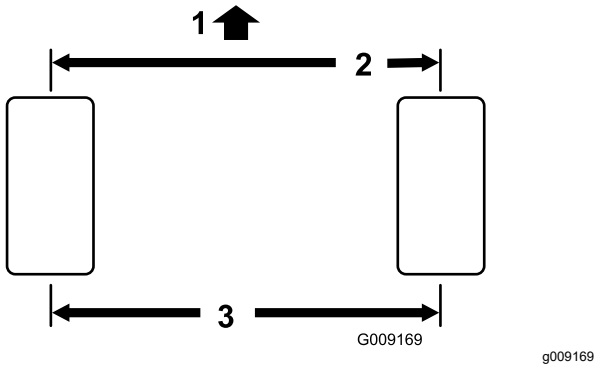

Figur 108
2. Mål avstanden fra midten til midten (i akselhøyde) foran og bak på styredekkene (Figur 108).